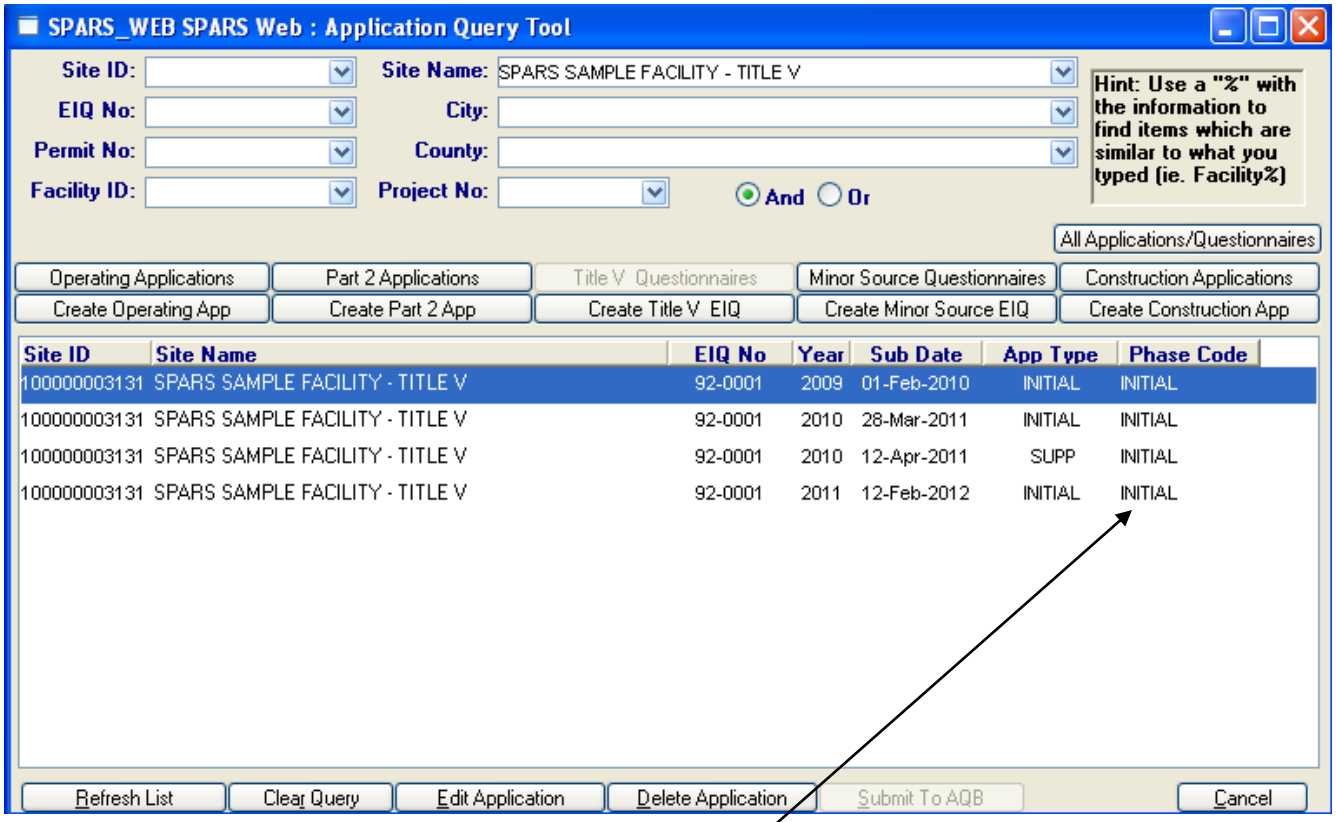

Figure 11.4 – This inventory has an INITIAL phase code; therefore, it is no longer available for modifications by facility users.
7. After clicking OK, the phase code for the application changes to INITIAL, indicating that the facility user can no longer make changes to this application (see Figure 11.4).